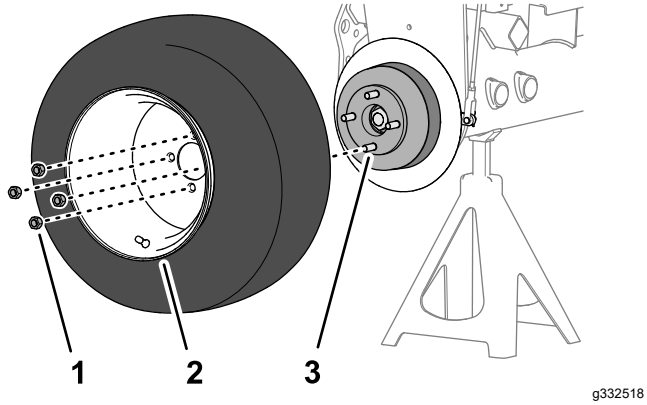

**Figuur 75**
1. Monteer het wiel aan de naaf met de 4 wielmoeren (Figuur 75) en draai de wielmoeren met de hand vast.